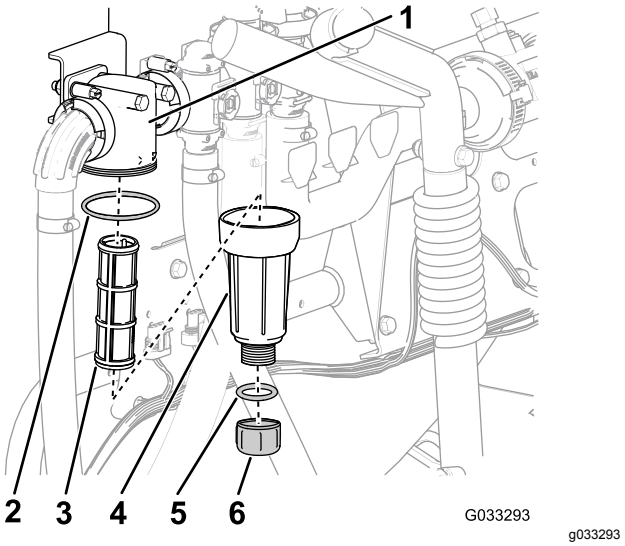

Rysunek 56
2. Umieść miskę drenażową pod filtrem ciśnieniowym (Rysunek 56).
3. Obracaj korkiem spustowym w lewo i odkręć go od miski filtra ciśnieniowego (Rysunek 56).
4. Obracając miską w lewo, odkręć ją od głowicy filtra (Rysunek 56).
5. Wyjmij stary wkład filtra ciśnieniowego (Rysunek 56).
6. Sprawdź pierścień o-ring korka spustowego (wewnątrz miski) i pierścień o-ring miski (wewnątrz głowicy filtra) pod kątem uszkodzeń i zużycia (Rysunek 56).
7. Włóż nowy wkład filtra ciśnieniowego do głowicy filtra (Rysunek 56).
8. Przykręć rękoma miskę do głowicy filtra (Rysunek 56).
9. Wkręć rękoma korek spustowy w miskę (Rysunek 56).